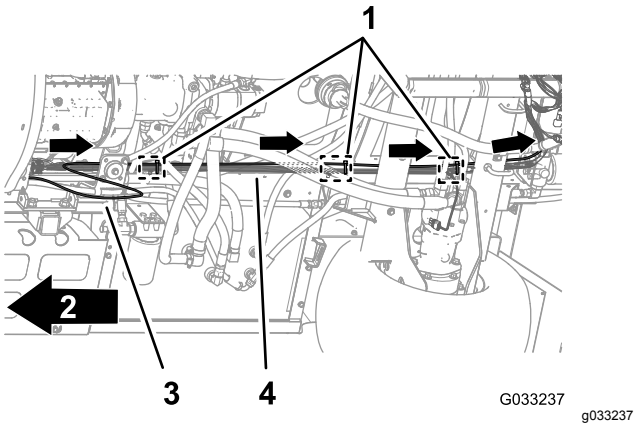

**Figur 121**
1. Før tryksensorrøret til instrumentpanelets måler langs maskinens bageste ledningsnet (Figur 121).
2. Fastgør tryksensorrøret til det bageste ledningsnet med tre kabelbånd ved siden af de tre grantræformede ankre ved chassisets forankringspunkter til det bageste ledningsnet (Figur 121).